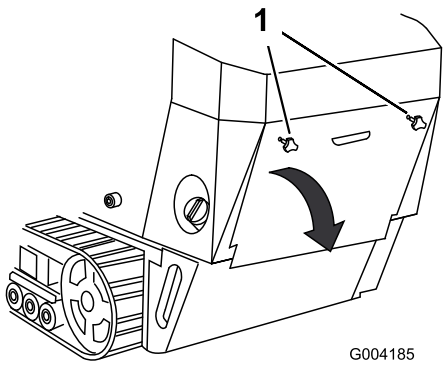

Figuur 28
1. Schroef de 2 handknoppen los waarmee het inspectieluik aan de machine is bevestigd (Figuur 28).
2. Kantel het inspectieluik omlaag en verwijder het om toegang te krijgen tot de interne onderdelen (Figuur 28).